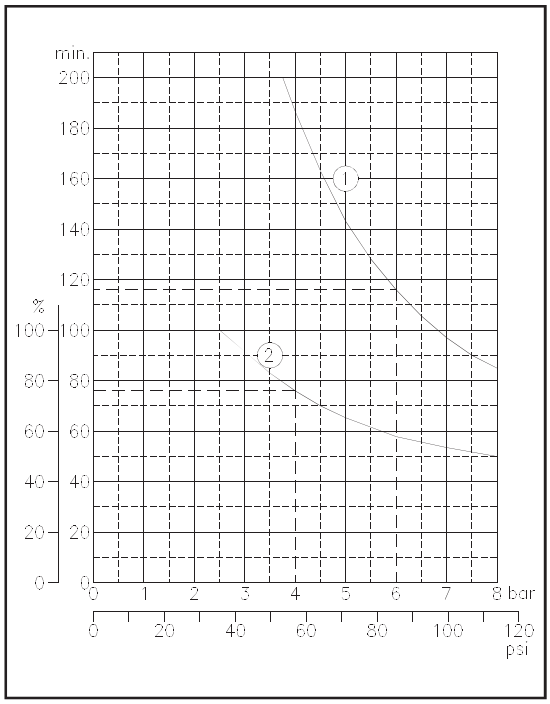

Fig.5
- Curve n°1 (fig.5) indicates the length of continuous running at varying pressures, until the overload protector switces off the motor (at approx. 115°C oil temperature-measured from 20°C start point). Example: 6 bar = 116 minutes.